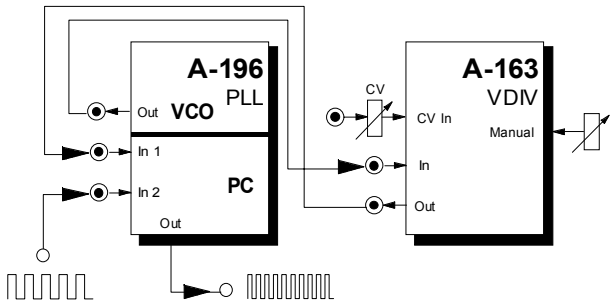

Fig. 2: Frequency multiplication with A-163
A very important application of the A-196 is **frequency multiplication.** For this the output of the internal VCO is connected to the input of an external frequency divider (e.g. the VC frequency divider A-163 or the A-160). The output of the divider is connected to input ❸ of the phase comparator (see fig. 2). By this the internal VCO oscillates at a multiple of the frequency of the external signal. The multiple is defined by the setting of the frequency divider. For this application PC2 is recommended as it does not lock at harmonics.
Example: Setting the A-163 to a dividing factor 5 causes the fivefold frequency at the VCO output of the A-196 compared to the frequency of the external signal fed into input 2 of the PC (multiple A-180 at the VCO out of A-196 required, not shown in fig.2).